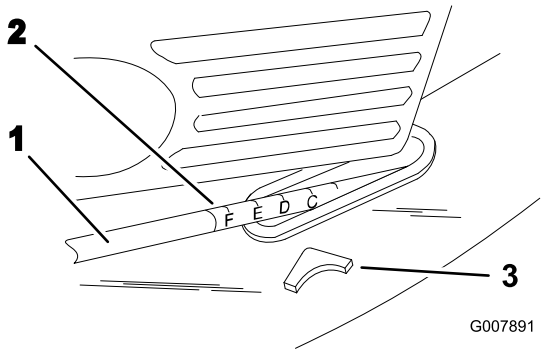

Figura 18
5. Sollevando o premendo la manopola, utilizzate l'indicatore e la posizione dell'altezza di taglio sull'asta di collegamento per regolare il tosaerba all'altezza di taglio desiderata (Figura 18).